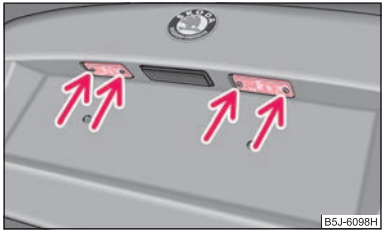

Fig. 169 Remove the licence plate light
- Open the boot lid and unscrew the light glass ⇒ fig. 169.